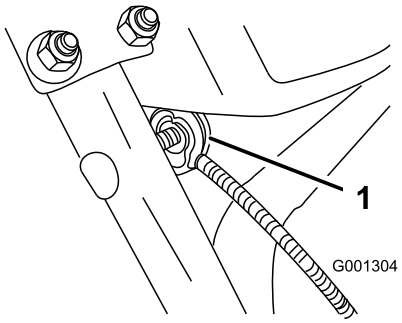

**Figur 8**
3. Ta bort muttern och brickan från handtaget, fäst kabelklämman på kabeln vid handtaget, montera brickan och muttern och dra åt muttern för hand (Figur 8).